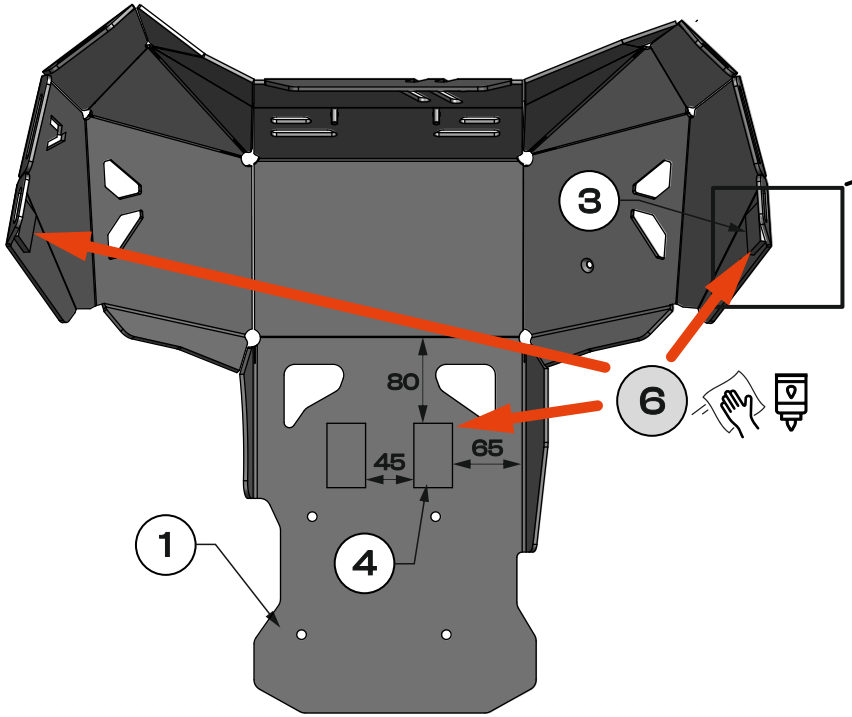
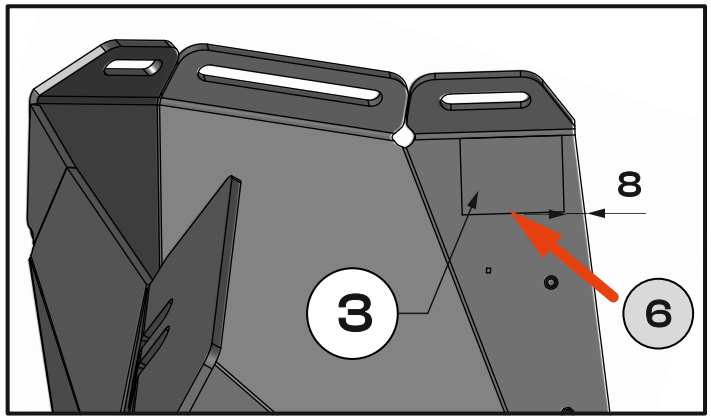

Fig. 7
Fig. 8
6. Attach rubber buffers **[4]** and **[3]** to the engine guard **[1]** according to the dimensions shown in the drawing. **[Fig. 7], [Fig. 8]**
11. Loosely fasten the engine guard **[1]** to the rear bracket **[2]** using bolts **[6]**. **[Fig. 8]**